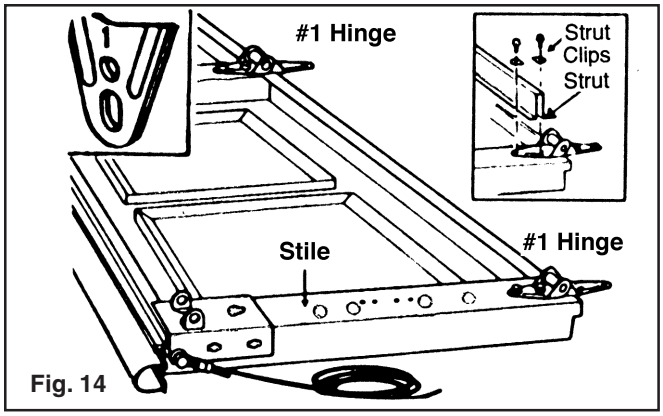

Fig. 14
**Step 4:** Hinges are identified by number 1, 2, 3 (and sometimes 4, on 5 section doors only). This number is stamped on the hinge. Attach a number 1 hinge to each pair of pre-punched holes along the top edge of the section. The number is stamped on the side of the hinge that is to be attached to the section. (FIG. 14)
**Note:** If the chart on page 15 shows a need for a reinforcing strut it should be attached on top of hinges. Use #14 x 5/8" sheet metal screws and strut clips as shown in the illustration. DO NOT use the pre-drilled holes in the strut. Attach strut with the strut clips provided. (See FIG. 14 inset)